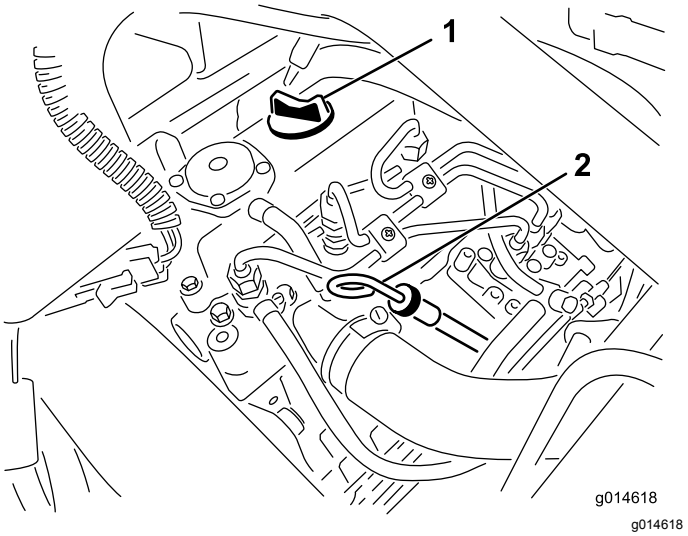

**Figur 25**
2. Fjern målepinden, og aftør den med en ren klud (Figur 25).